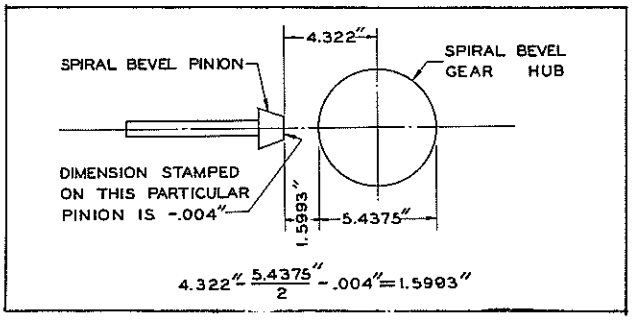

FIG. 14
b. Measure the diameter of the bevel gear hub with micrometers. (This means the outer diameter of the hub flange to which the gear is bolted.) Divide the measurement by 2 and subtract this distance from the theoretical distance—4.322. See Fig. 14.
d. Set inside micrometers or telescope gauge to the last dimension obtained and set pinion as shown in Fig. 14 from outer diameter of hub flange.
e. Now set inside micrometer to 1.5993 and set pinion as shown in Fig. 14 by adjusting shims underneath bearing cage front end of bevel pinion shaft.